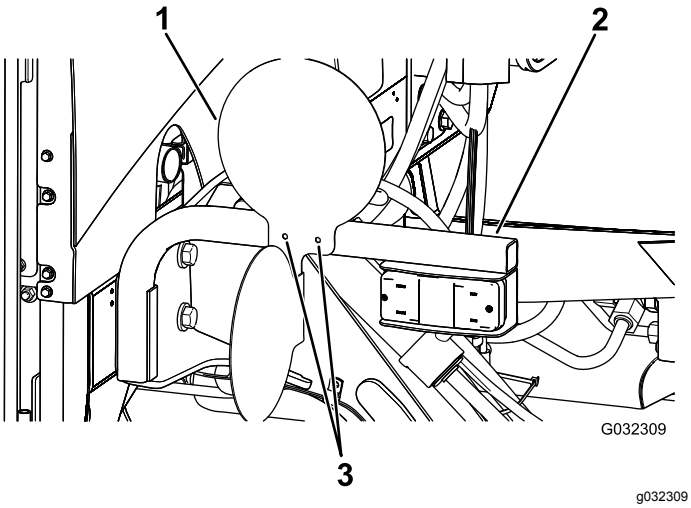

Figura 34
1. Alinee las placas con los taladros existentes de los soportes del kit de luces (Figura 34).